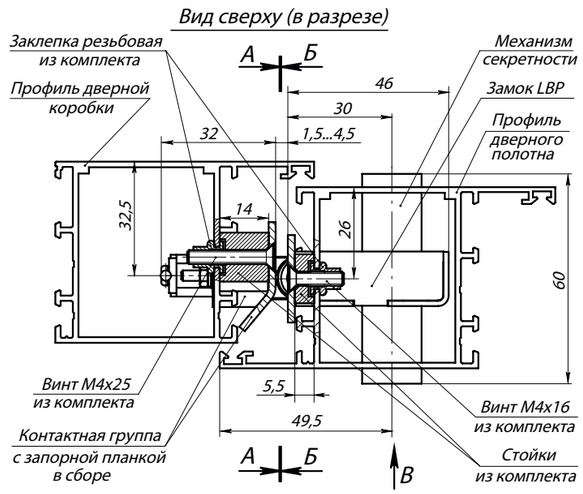

Рис. 3. Замок с контактной группой PERCo- BP2 в сборе (виды А, Б и В изображены на установочных шаблонах)
- профили дверного полотна AGS68_6863, AGS50_5213 и профили дверной коробки: AGS68_6864, AGS50_5215 (ООО «Агрисовгаз»), или аналогичные им по своему сечению (см. рис. 3).
4. **Для замка с запорной планкой PERCo-BP2.** Установите замок (1) в заранее подготовленный паз в профиле дверного полотна. Подложите под точки крепления замка стойки из комплекта поставки, после чего закрепите замок винтами М4х16 (5) (см. рис. 3).